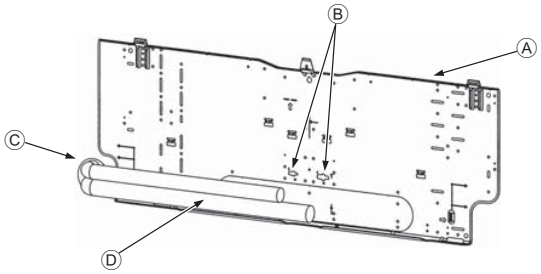

Fig. 3-□
3.3. Wenn Rohre in der Wand verlegt werden (Fig. 3-□)